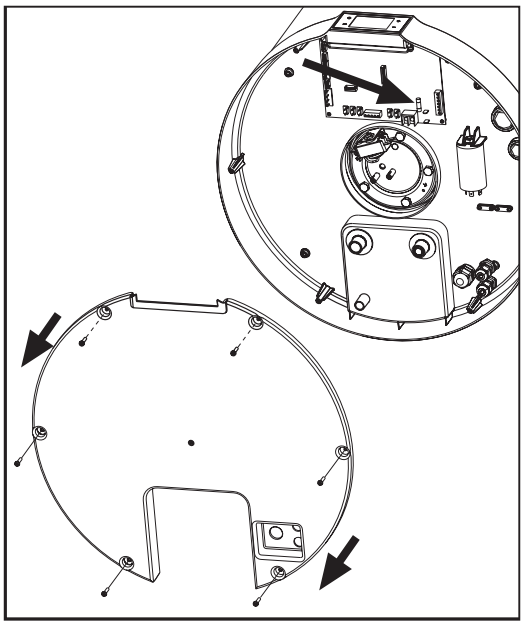

fig. 65
- Rimuovere il coperchio inferiore svitando prima le apposite viti di bloccaggio (fig. 65).